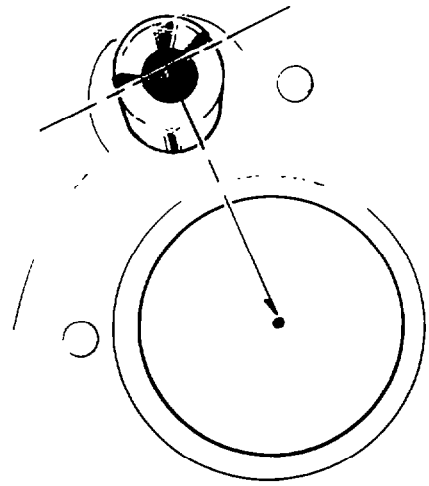

Fig. 190 — Aligning Reverse Idler Shaft
c. Start the reverse idler shafts into the case. Position the shafts so that the centreline of the flats on the end of the shafts are pointing towards the centreline of the countershaft bores (see fig. 190).